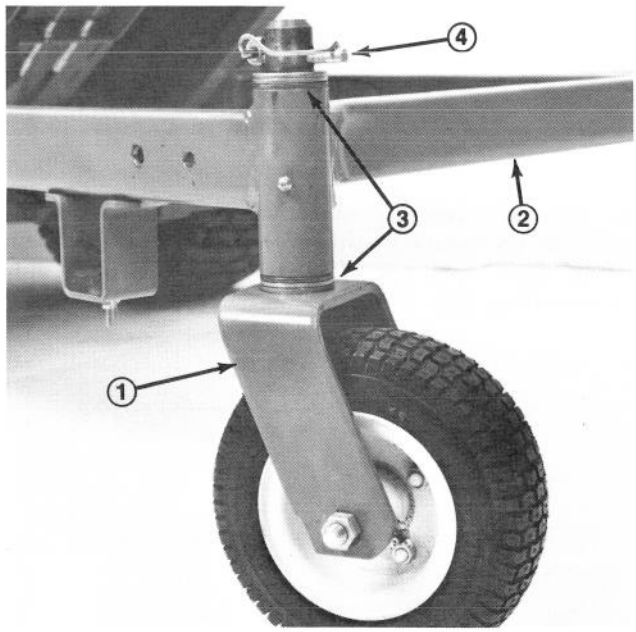

Figure 20
1. Remove Lynch Pins and two thrust washers from each castor wheel assembly. Leave two thrust washers on each shaft, insert shafts into frame, install thrust washers and Lynch pins (Fig. 20).